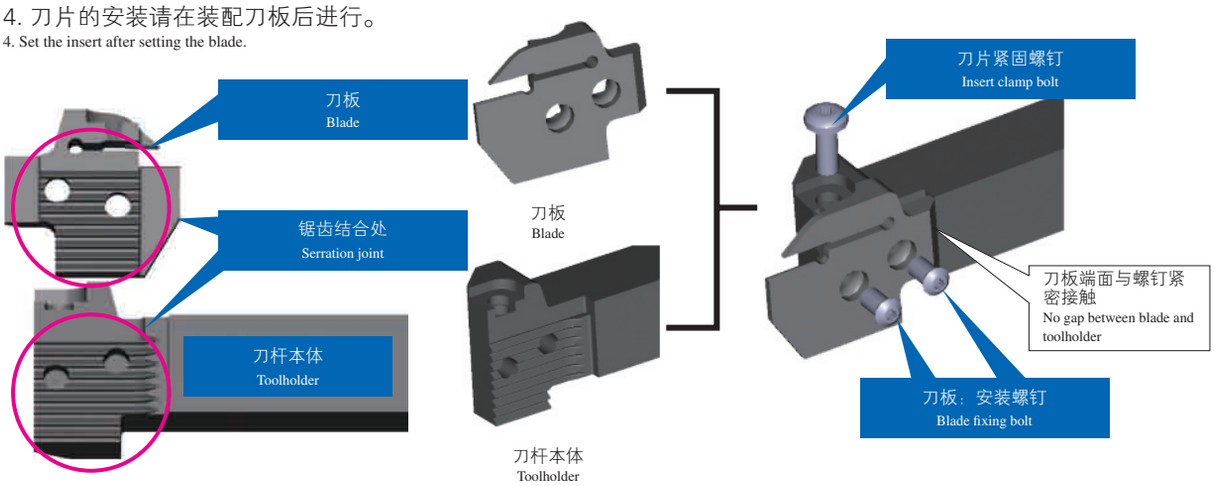

图4 Fig.4　　图5 Fig.5
1. 请用气枪把锯齿定位部的切屑等残留物吹去。(参考图4)。
1. Make air blow or other measures to completely eliminate chips and dusts from the serration part (See Fig.4).